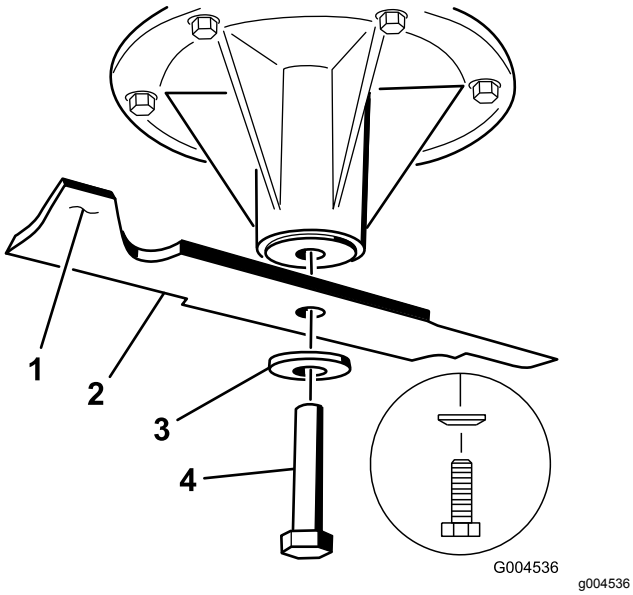

**Figur 83**
2. Fjern skæreknivsbolten, den buede spændeskive og skærekniven fra spindelakslen (Figur 83).
3. Hvis kniven ikke er afbalanceret, skal der slibes lidt mere metal af sejlområdet (Figur 83).